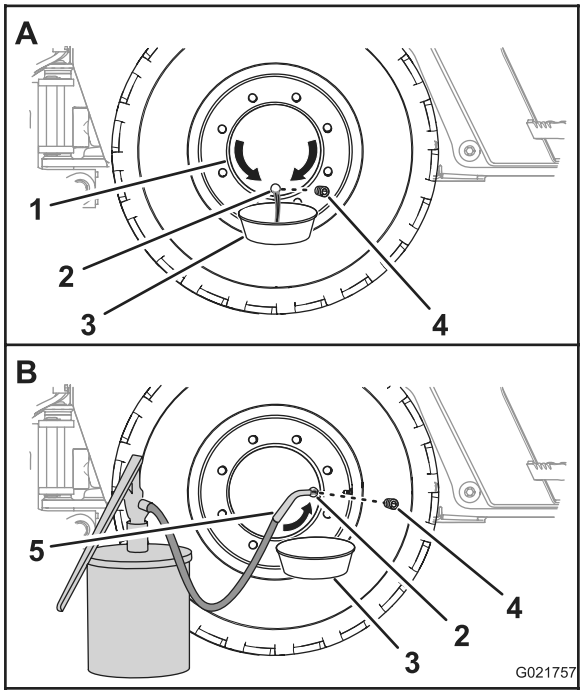

Rysunek 84
1. Przesuń maszynę do przodu lub do tyłu tak, aby korek oleju na piaście koła był ustawiony w pozycji wskazującej godzinę 6 (Rysunek 84).
2. Umieść miskę drenażową pod przyłączem oleju w piaście koła (Rysunek 84).
3. Wyjmij korek i spuść olej z osi planetarnej (Rysunek 84).
5. Przesuń maszynę do przodu lub do tyłu, aby korek oleju na piaście koła był ustawiony w pozycji wskazującej godzinę 3 lub 9 (Rysunek 84).